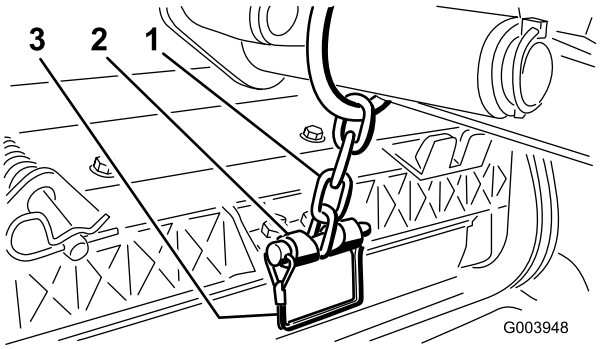

Figur 10
11. Fäst lyftarmens kedja på kedjefästet med låsstiftet (Figur 10). Använd så många kedjelänkar som rekommenderas i *bruksanvisningen* till klippenheterna.